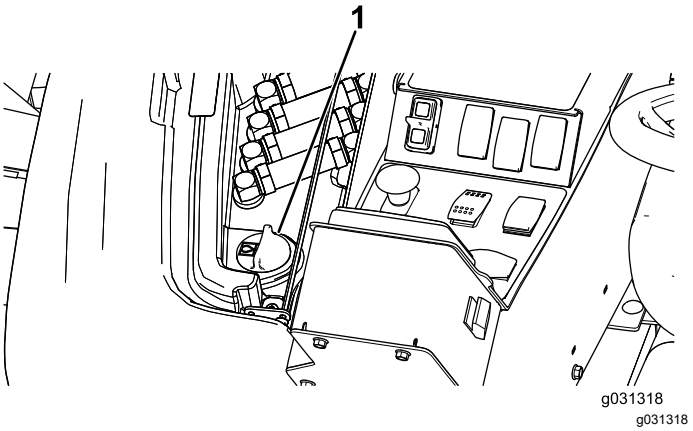

Figur 132
2. Höj upp åtkomstpanelen på maskinens högra sida så att hydraultanklocket syns (Figur 132).
3. Gör rent omkring påfyllningsröret och hydraultanklocket (Figur 132).